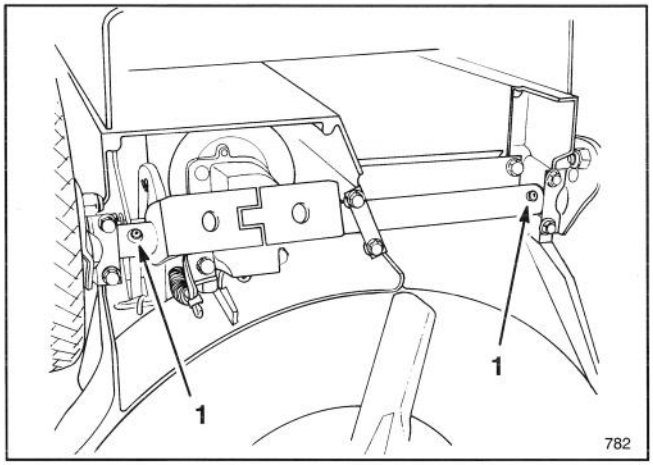

Figure 24
3. Set mower to highest height-of-cut setting (E).
4. Tip mower on its left side. Wipe grease fittings with clean rag (Fig. 24). Install grease gun onto fitting and gently apply one or two pumps of #2 Multi–Purpose Lithium Base Grease.